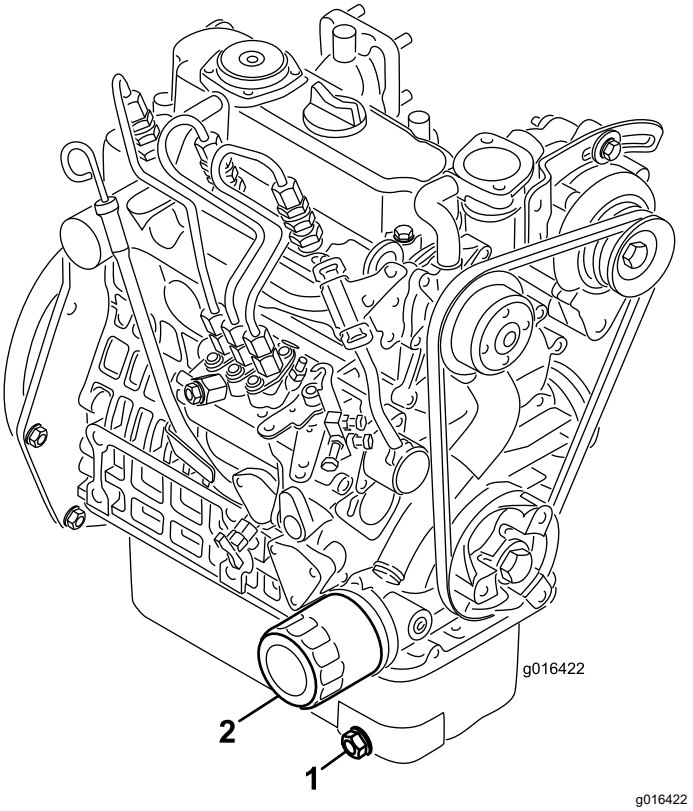

Figuur 33
1. Verwijder de aftapplug (Figuur 33) en laat de olie in een opvangbak lopen. Als er geen olie meer naar buiten stroomt, plaatst u de aftapplug terug.